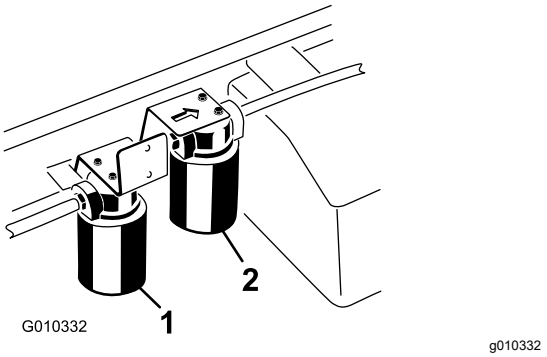

Figur 73
3. Plasser et tappefat under filteret, og ta ut filteret (Figur 73).
1. Rengjør området rundt der filteret for høy strømning skal festes (Figur 73).